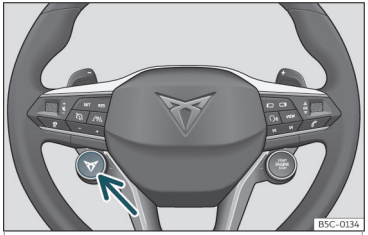

Fig. 147 Volante multifunzione*: tasto per modificare il profilo di guida.
- **OPPURE:** premere nuovamente il tasto CUPRA*, a sinistra del volante››› **fig. 147**, per modificare il profilo di guida. Premere a lungo il tasto CUPRA* per accedere direttamente al profilo **Cupra**. Premere nuovamente a lungo per tornare al profilo precedente.